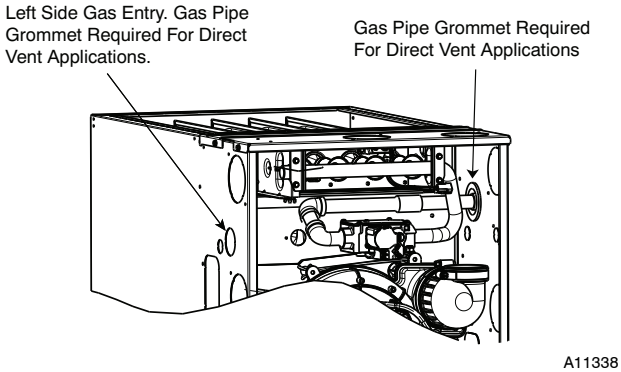

Fig. 34 - Gas Entry
Gas entry can be from left or right side, or top panel. See Figs. 34 and 35.
1. Drill two (2) 1/8-in. (3 mm) pilot holes through the dimples in the furnace casing near the 7/8-in. knock-out on the side of the casing. Do not remove the knock-out in the side of the casing.
9. Connect field power and neutral leads to furnace power leads inside the external electrical box as shown in Fig. 34.